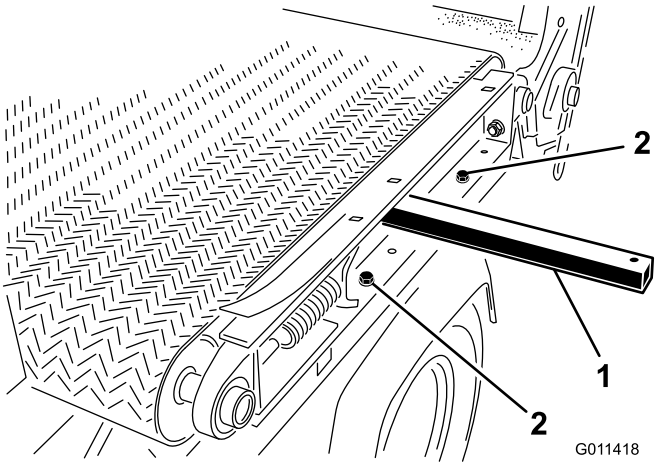

Figur 35
7. Ta bort de två huvudskruvar, brickor och muttrar på vänster sida av maskinen som fäster glidflaket på ramen (Figur 35).
- För in en lyftstång i hålet på maskinens vänstra sida och höj up lyftstången för att tippa glidflaket (Figur 35).